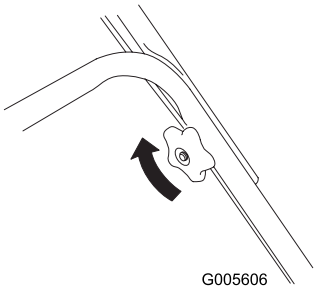

Figuur 8
6. Zet de handgreepknoppen zo vast mogelijk (Figuur 8).